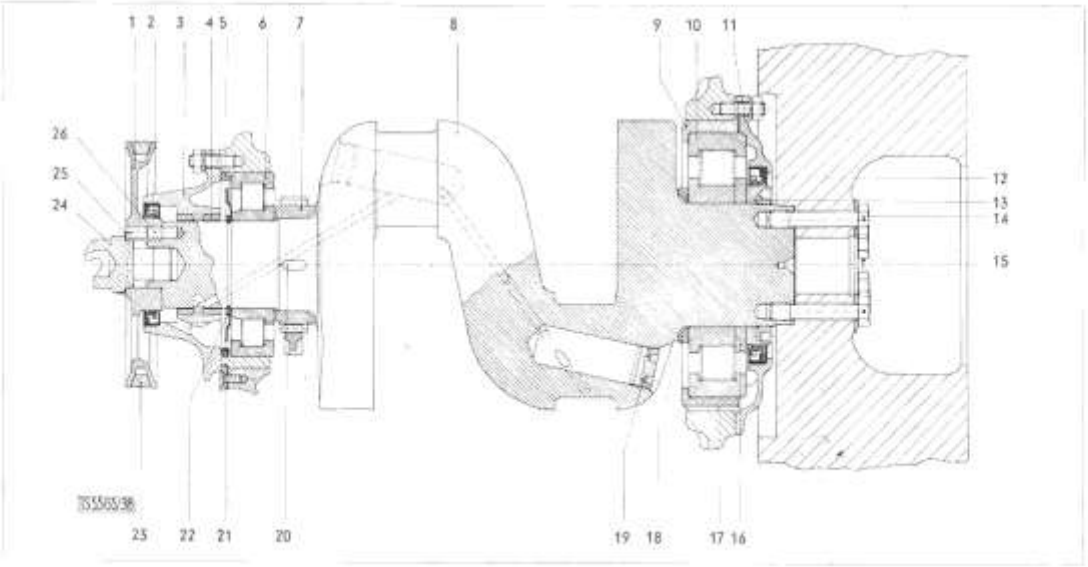

Bild 38: **Kurbelwelle**
2. Vorderen und rückwärtigen inneren Rollenlagerring (beim rückwärtigen Lagerring vorher Distanzring, die schräge Kante voran, aufschieben) auf 60—80° vorwärmen und auf die Kurbelwelle aufsetzen. Dabei darauf achten, daß die Lagerringe nicht verkehrt montiert werden (Bild 38).